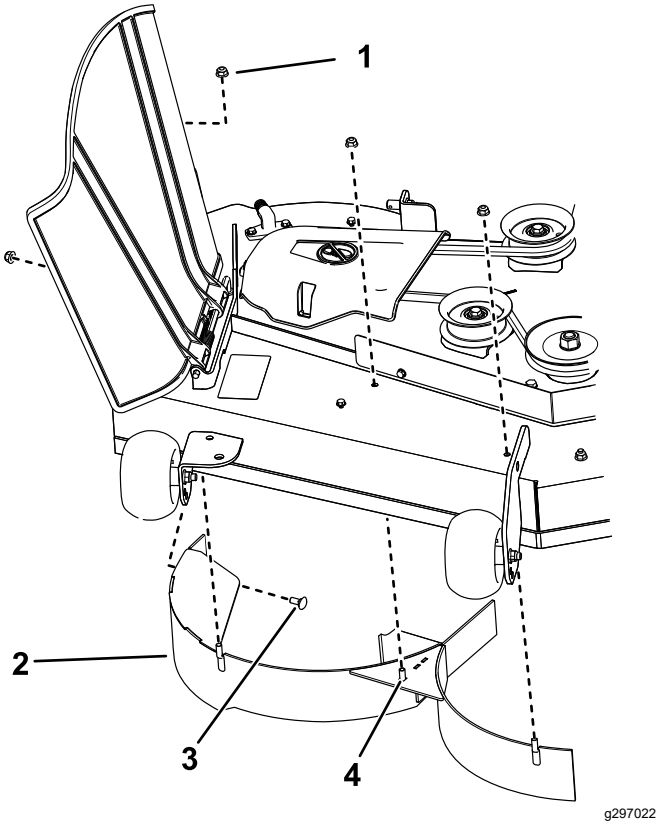

Figure 13
4. Déposez les 3 contre-écrous (5/16") des montants soudés du déflecteur droit (Figure 13).
1. Contre-écrou – 5/16" (4)
4. Montant soudé (3)
5. Retirez les 2 boulons de carrosserie et les 2 contre-écrous qui fixent le déflecteur droit au plateau, puis déposez le déflecteur (Figure 13).
6. Localisez les 3 boulons dans les pièces détachées et insérez-les, avec les contre-écrous existants, dans les trous utilisés pour les montants soudés (Figure 13) afin d'éviter la projection de débris.